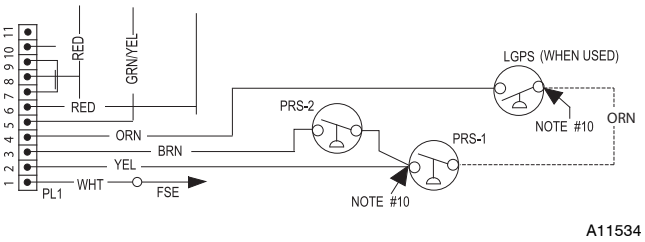

**Fig. 14 - Pressure Switch Wiring**
2. Connect the orange wire from the Low Heat Pressure Switch to the orange wire with the insulated male spade terminal. (See Fig. 14)